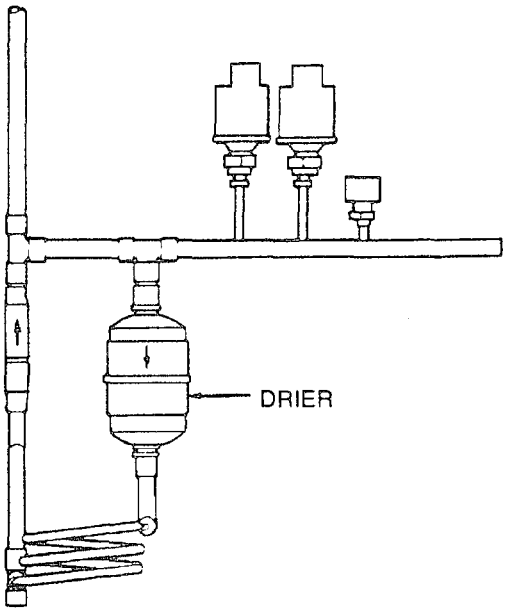

Figure 5-2. Drier
(1) Check drier for general condition and signs of leakage. See Figure 5-2.
(2) If leakage is suspected, perform a leak test. See para 5-8.
(3) Install both front door assemblies. See para 4-17.
(1) Discharge the refrigerant system. See para 5-5.
(2) Purge the system and debraze the joints to the drier. See para 5-6 and 5-7 and Figure 5-2.
(3) Remove drier.
(1) Position drier in unit. See Figure 5-2.